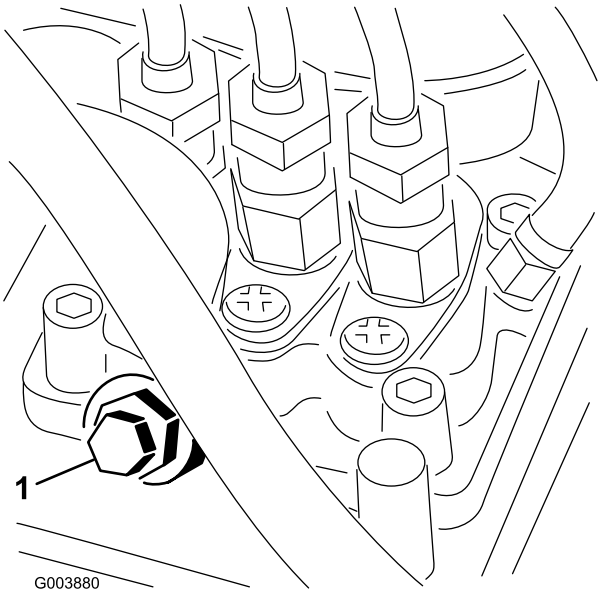

Figuur 21
3. Draai de ontluchtschroef op de brandstofinjectiepomp open (Figuur 21).